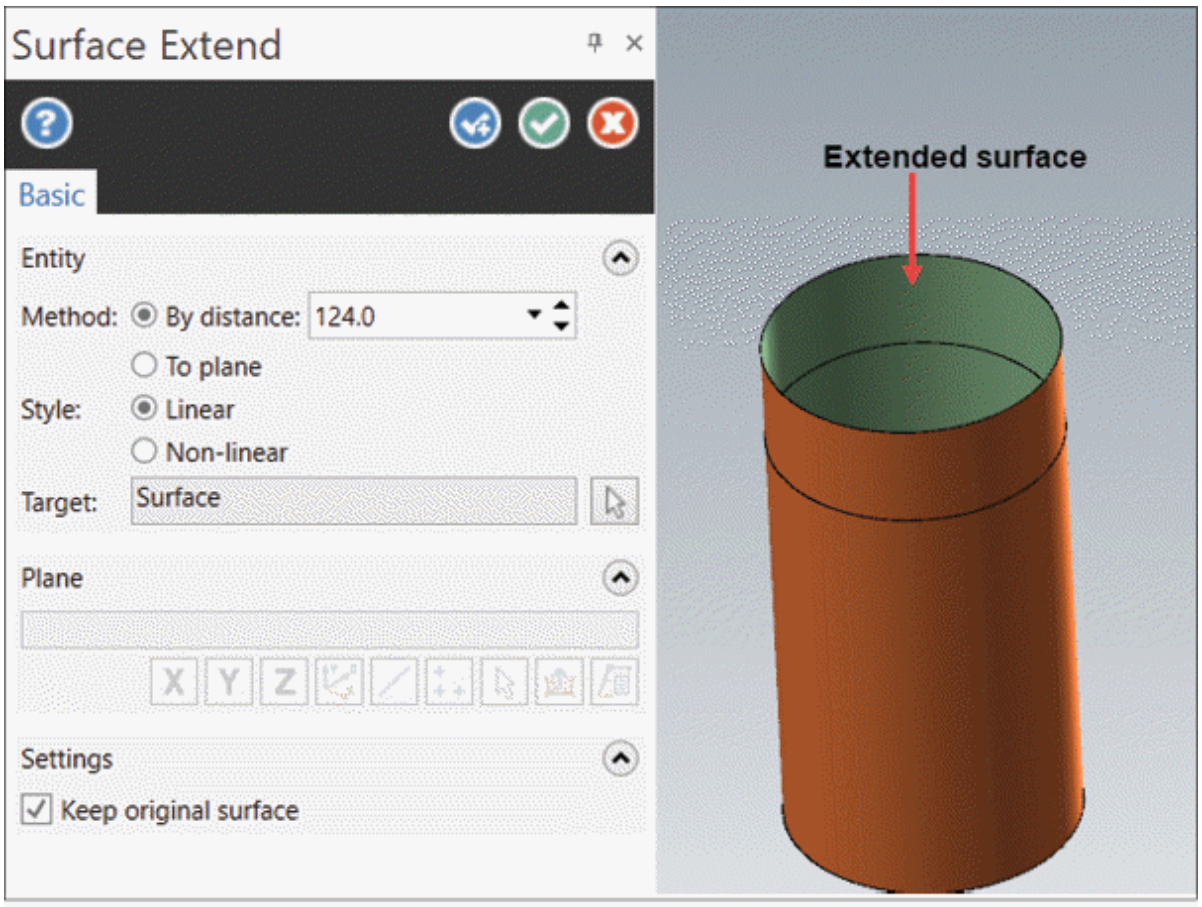

Figure-51. Preview of extended surface
- Slide the arrow at desired edge. The preview of extended surface will be displayed; refer to Figure-51.